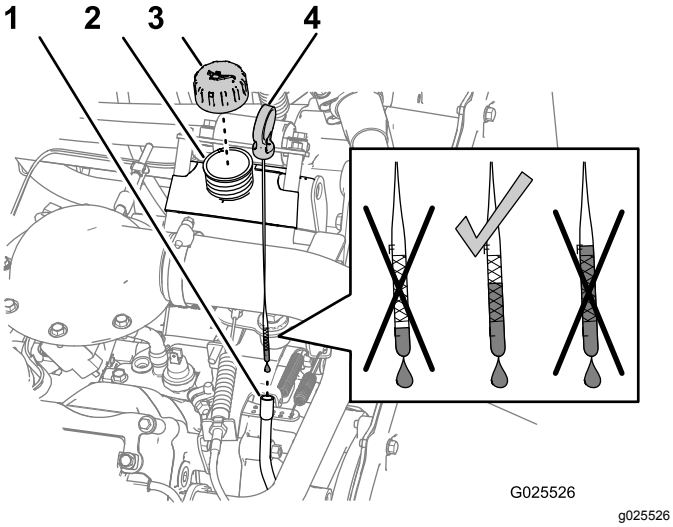

图42
4. 取出量油尺用干净的抹布擦拭图42。
6. 取出量油尺并检查油位图42。
7. 如果油位较低请取下加油颈盖图42然后添加足够机油将油位提高到量油尺上的“已满”标记。
8. 将加油颈盖装到加油颈上图42。
9. 稳固安装量油尺图42。